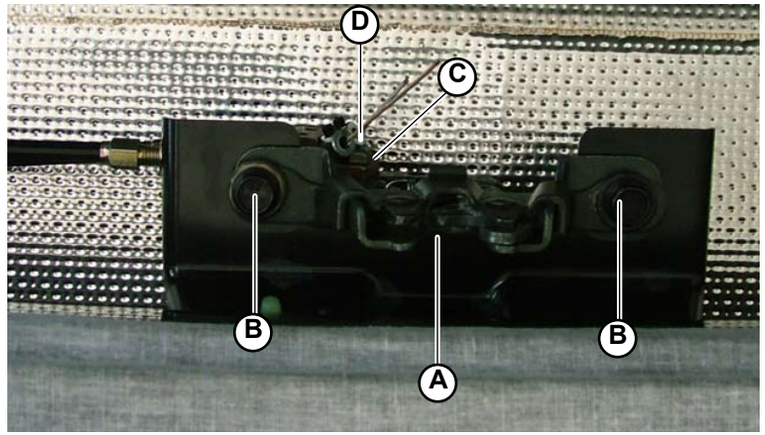

Fig.6
1. Screw the lock (**A-Fig.6**) on to the frame using the 2 screws (**B-Fig.6**).
2. Fix the plate (**C-Fig.6**) with the opening cables using the screw (**D-Fig.6**).